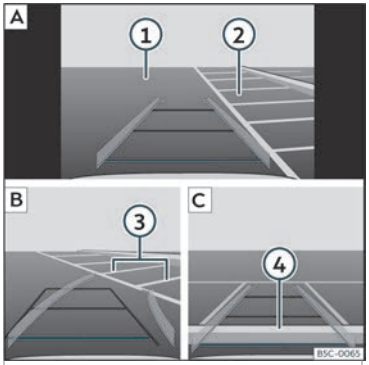

Abb. 183 Anzeige auf dem Bildschirm des Infotainment-Systems: einparken mit dem Rückfahrassistenten.
Legende zu **Abb. 183**:
- Bringen Sie das Fahrzeug vor die Parklücke ››› **Abb. 183** 2 A.